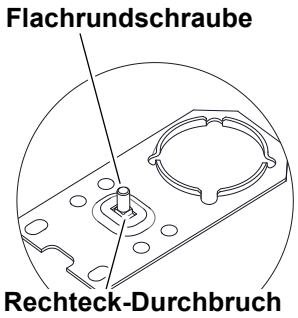

Abb. 14 Zentrierblech mit Flachrundschraube
1. **Flachrundschraube von unten durch den Rechteck-Durchbruch von zwei Zentrierblechen stecken (siehe** Abb. 14, S. 23**).**